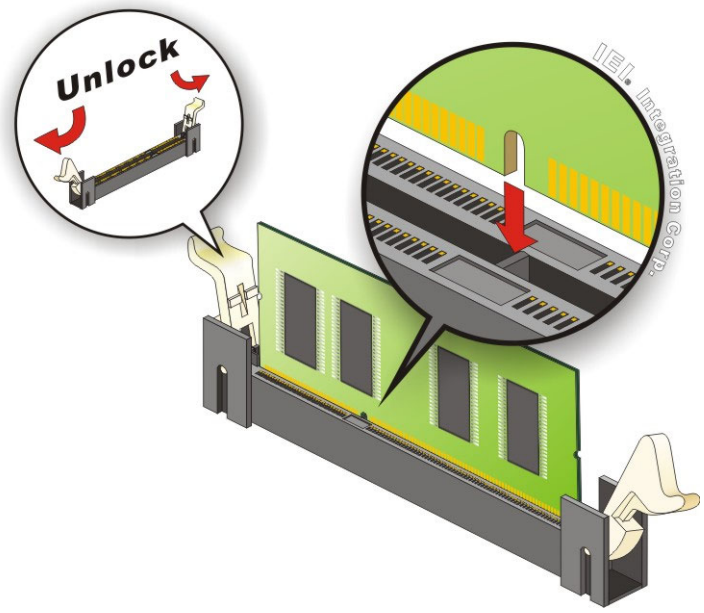

Figure 4-2: SO-DIMM Module Installation
Step 3: Push the two handles outwards (**Figure 4-2)**. The memory module is ejected by a mechanism in the socket.
Step 5: Align the new SO-DIMM so the notch on the memory lines up with the notch on the memory socket (**Figure 4-2**).